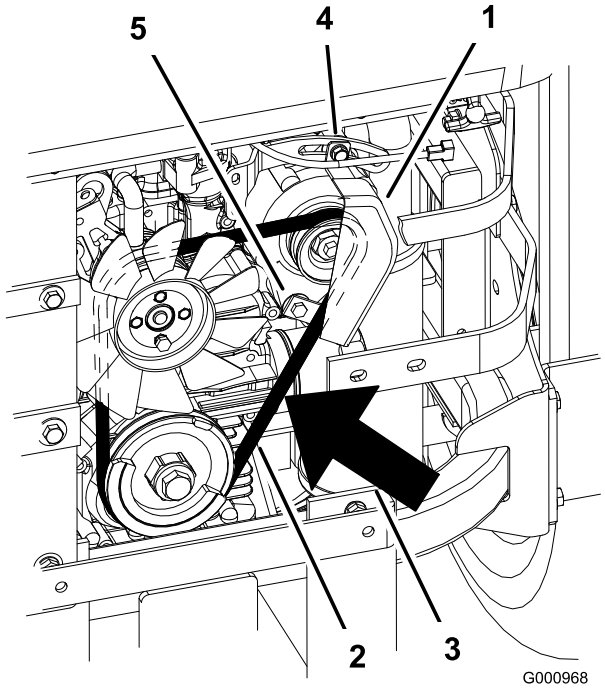

Figur 66
7. Løsn den nederste bolt, og fjern den øverste bolt, der holder generatoren og dækslet (Figur 66).
9. Før en ny rem rundt om remskiverne og generatoren (Figur 66).
14. Løsn den nederste bolt, og fjern den øverste bolt, der holder generatoren og dækslet (Figur 66).
2. Juster generatoren til ydersiden, indtil der er 7–9 mm afbøjning i remmen mellem motoren og generatorens remskiver med en kraft på 10 kgf (Figur 66).
5. Hvis bøjningen er korrekt, skal den nederste og øverste bolt strammes (Figur 66).